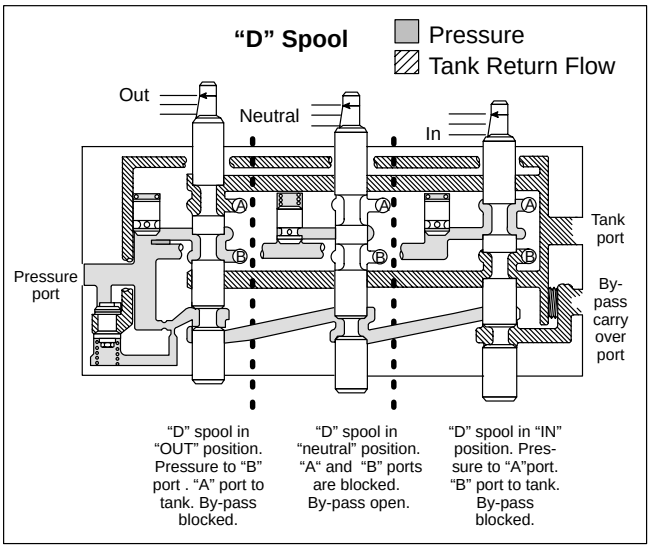

Figure 5.
c. **"D" Double Acting Spool** - "D* spools are used for applications where pump flow must be directed to either end of a cylinder, depending on the direction of movement required. The end of the cylinder not under pressure has its return flow directed to tank via internal coring of the valve sections. See Figure 5 for spool position versus flow.